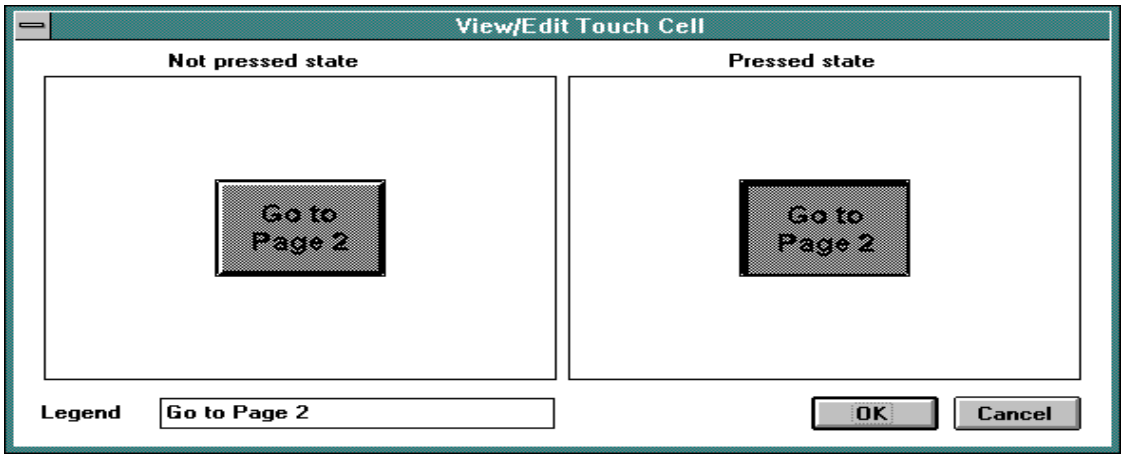

Figure 5
5. The cell is configured for functionality. Now the graphics need to be set up. Select the *3D borders + user defined legend text* radio button from within the *Select cell graphics* group box. Now you may either click on *OK* or the *Edit/View* button. Either one will bring up a dialog box (shown in Figure 5) in which you can enter the text that is to appear on the face of the touchcell. By pressing the Tab key on the keyboard, you can see how the text will appear on the touchcell. If you chose to click on *OK* to get into this dialog box, then clicking on *OK* again will return you to the page editor workspace. If you chose to use the *Edit/View* button, then selecting *OK* will bring up the *Configure Touchscreen Cell* dialog box. Choosing *OK* from here will then return you to the page editor workspace.